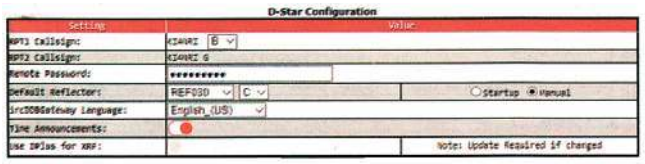

Rys. 5. Okno konfiguracji łączności D-STAR
W konfiguracji D-STAR (**rys. 5**) w polu RPT1 wprowadzany jest własny znak operatora z dodatkiem litery B, jeśli przemiennik pracuje w paśmie 70 cm lub C – dla pasma 2 m. Pole RPT2 jest wypełniane automatycznie i zawiera ten sam znak stacji z dodatkiem litery G. Zestaw parametrów konfiguracyjnych różni się dla poszczególnych systemów cyfrowego głosu. W konfiguracji dla DMR podawane są również: identyfikator DMR otrzymany przy rejestracji w sieci, serwer Brandmeistra (BM), z rozwijanej listy, przy korzystaniu z tej sieci i kod CC dla dostępu radiowego. Zalecane jest korzystanie z krajowego, czyli najbliższego, serwera BM i standardowego kodu CC1. Konfiguracja zapory przeciwwłamaniowej powinna wyglądać tak jak na **rysunku 6**.